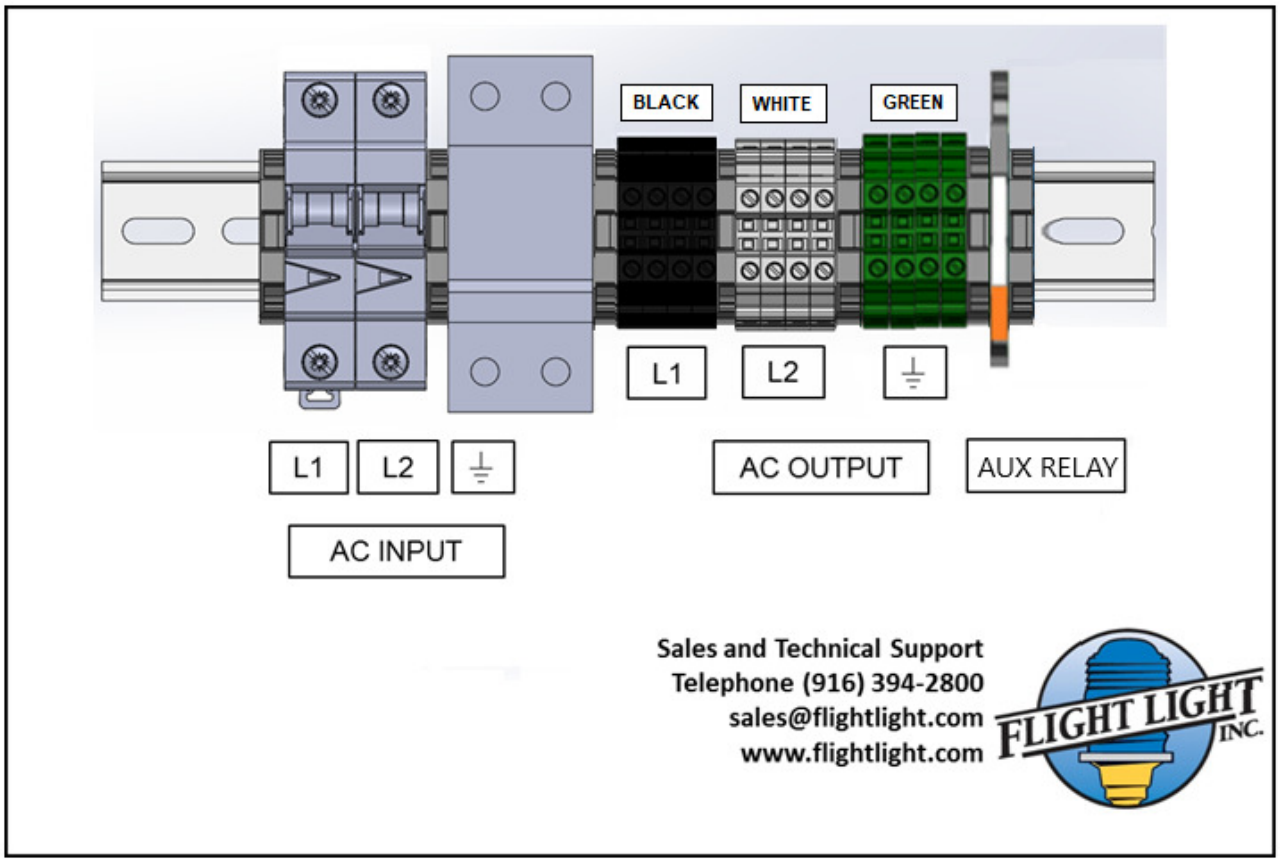

Figure 1: Customer Interface Wiring Diagram
b. Connections from the AC source power to the controller inputs are shown on the left side of the Wiring Diagram in Figure 1 and listed in Table 1 below.
c. Connection from the Controller AC outputs to the Load are shown on the right side of the Wiring Diagram in Figure 1 and listed in Table 1.